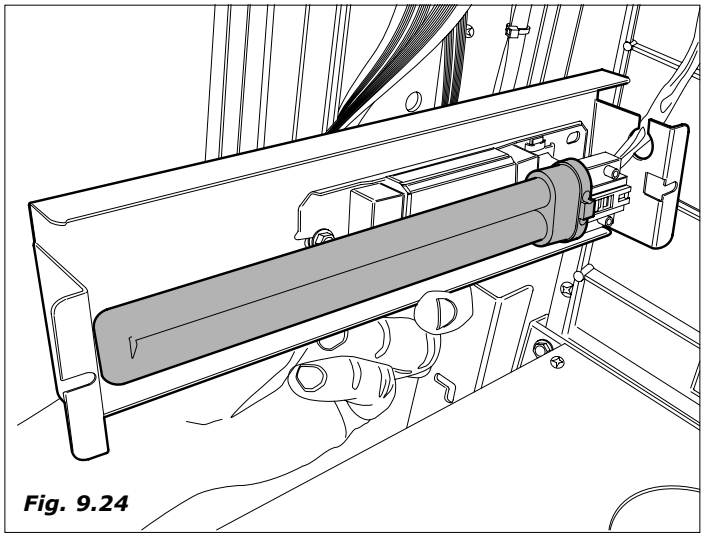

Fig. 9.24
- Retirar o carter porta-lâmpada; desfiá-lo para a esquerda e rodá-lo sobre si mesmo *(Fig. 9.24)*. Extrair então a lâmpada que deve ser substituída